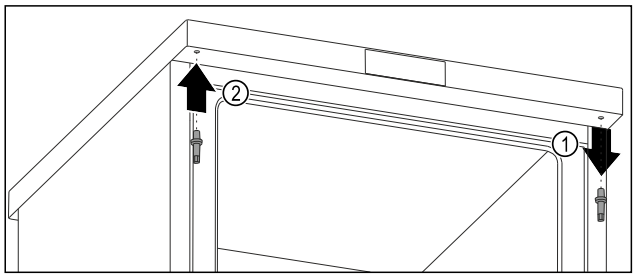

*Fig. 14*
- ▶ Unscrew the upper bolt with an Allen key. *Fig. 14 (1)*
- ▶ Tighten the bolt on the opposite side with an Allen key. *Fig. 14 (2)*